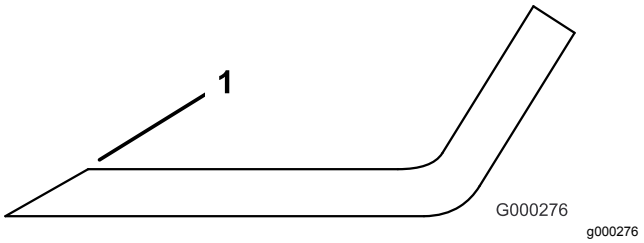

**Figur 92**
3. Undersøk eggene på alle kniver, og kvess eggene hvis de er sløve eller det er hakk i dem (Figur 92).
**Merk:** Slip bare den øvre delen av kniveggen, og oppretthold den originale klippevinkelen, for å sørge for at kniven forblir skarp (Figur 92). Kniven opprettholder balansen hvis like mye metall fjernes fra begge kniveggene.